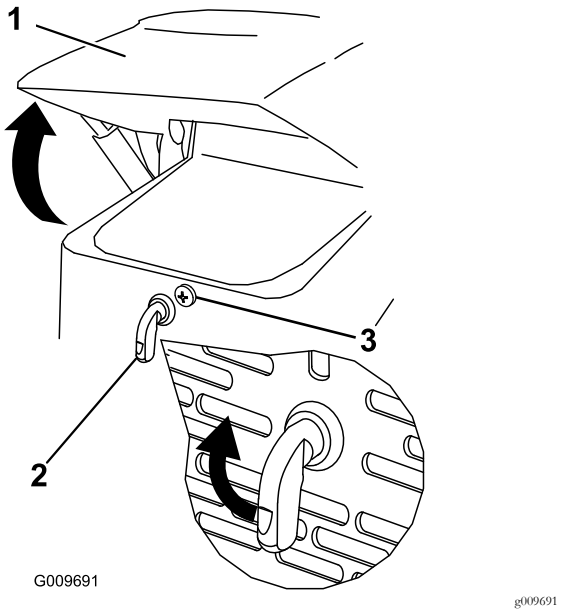

**Rysunek 30**
1. Poluzuj śrubę blokującą maskę (Rysunek 30).
2. Przekręć zaczep maski w prawo (Rysunek 30).
3. Unieś maskę do góry (Rysunek 30).
3. Dokręć śrubę mocującą maskę, unieruchamiając zaczep (Rysunek 30).